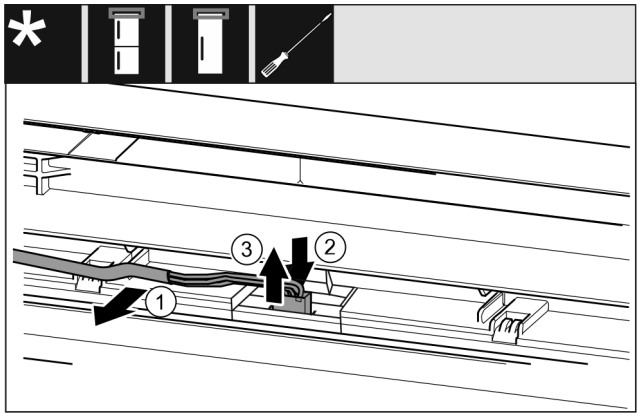

Fig. 14 Ledusskapja / saldētavas kombinācijas / saldēšanas kameras / ledusskapji
- ▶ Atbrīvojiet uzmanīgi kabeli *Fig. 14 (1)* no vadotnes durvīs.
- ▶ Spiediet mēlīti *Fig. 14 (2)* aiz spraudņa uz aizmuguri.
- ▶ Izvelciet uzmanīgi spraudni *Fig. 14 (3)* uz augšu.